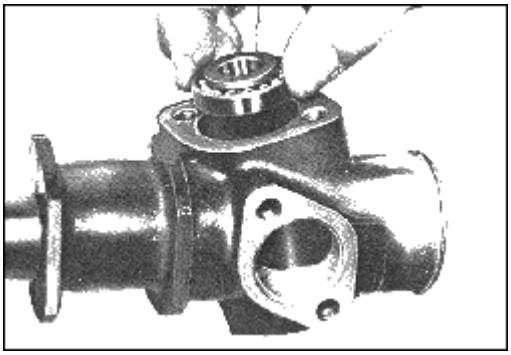

Abb.11 Oberes Ritzellager kompl.
12. Unterlegscheibe und oberes Ritzellager in das Ritzelgehäuse einsetzen, Abb.11.